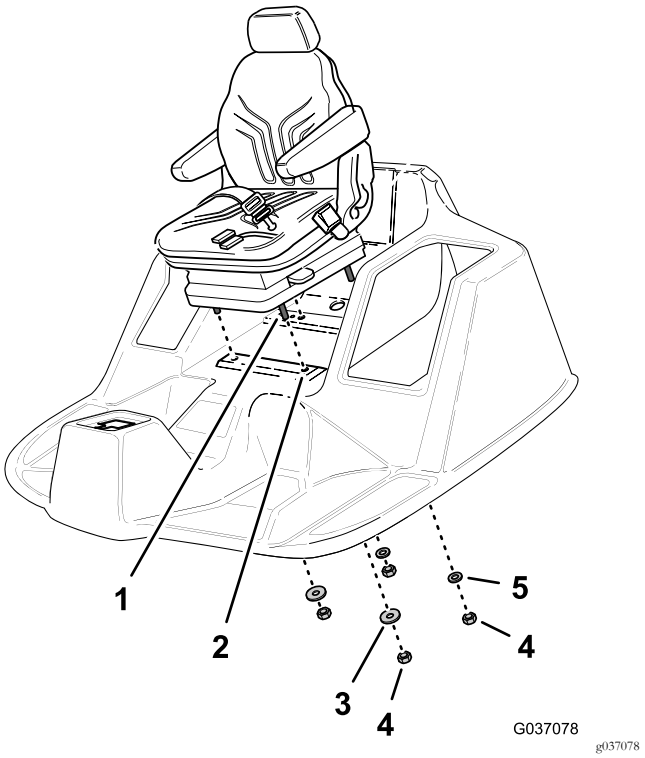

Figuur 15
3. Lijn de 4 tapbouten (8 x 40 mm) van de nieuwe stoel uit met de openingen in het bestuurdersplatform (Figuur 15).
5. Monteer handmatig de 2 borgmoeren (8 mm) en 2 ringen (5/16" x 1") bij de 2 voorste tapbouten (Figuur 15).
6. Monteer handmatig de 2 borgmoeren (8 mm) en 2 ringen (8 x 17 mm) bij de 2 achterste tapbouten (Figuur 15).
6. Monteer handmatig de 2 borgmoeren (8 mm) en 2 ringen (8 x 17 mm) op de overige 2 tapbouten (Figuur 15).